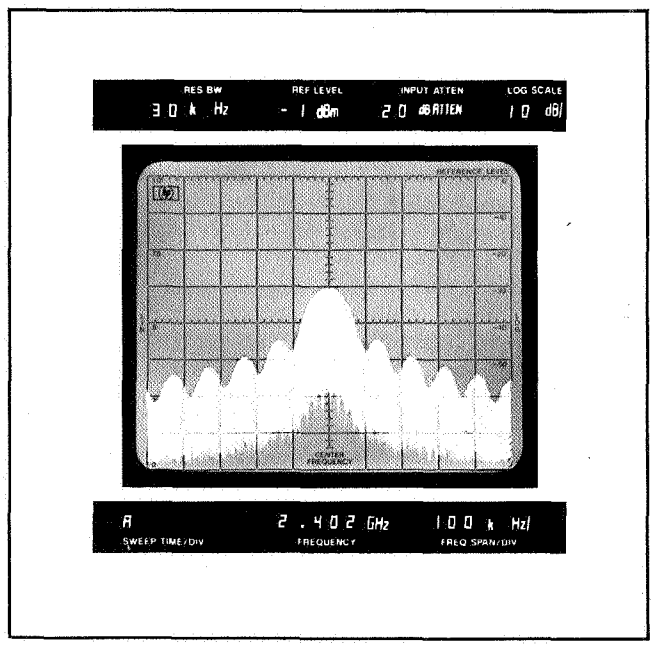
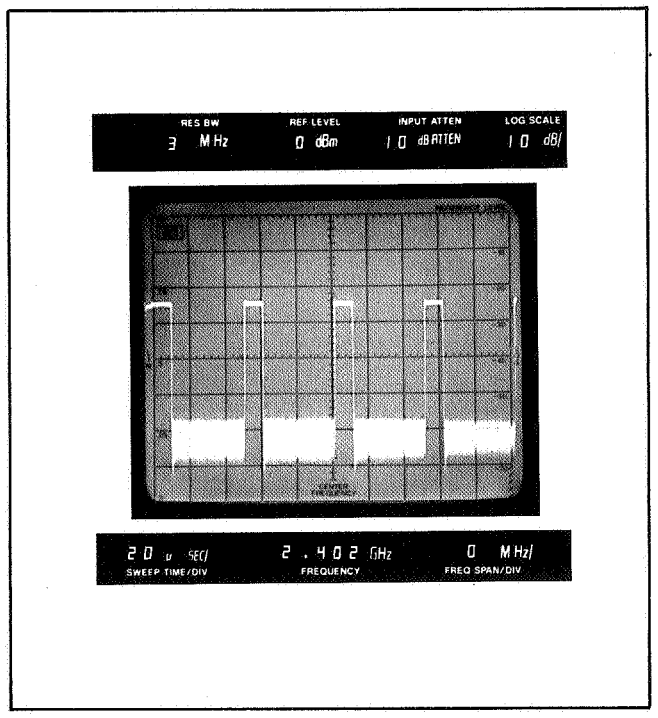

Figure 33. Pulse spectrum
Figure 34. Demodulated pulsed RF signal in ZERO SPAN
For a duty cycle of 0.05, $\alpha_L = -26$ dB. Hence the peak pulse power in Figure 33 is −22 dBm (−48 dBm +26 dB).
An alternate method of measuring a pulsed RF signal is in the *pulse* spectrum mode. In a *pulse* spectrum, the individual spectral lines are not resolved. If the RESOLUTION BW of the analyzer is greater than 1.7 x PRF, then the pulsed RF signal is being viewed in the *pulse* spectrum. Using the pulse spectrum enables a wider resolution bandwidth to be used. Two benefits result from this: first, the signal-noise ratio is increased because the pulse amplitude increases linearly with the resolution bandwidth (BW) whereas random noise increases only proportionally to the $\sqrt{\text{BW}}$. Hence the signal-noise ratio of the analyzer is effectively increased. Secondly, faster sweep times can be used because of the wider resolution bandwidths. The HP 8565A has a 3 MHz RESOLUTION BW which enables it to effectively display pulsed RF signals in the pulse spectrum. The 3 MHz bandwidth, along with fast sweep times, also enables narrow pulse widths to be measured in the time domain. Figure 33 illustrates a signal in the pulse spectrum. The same signal is demodulated with the analyzer in Figure 34.